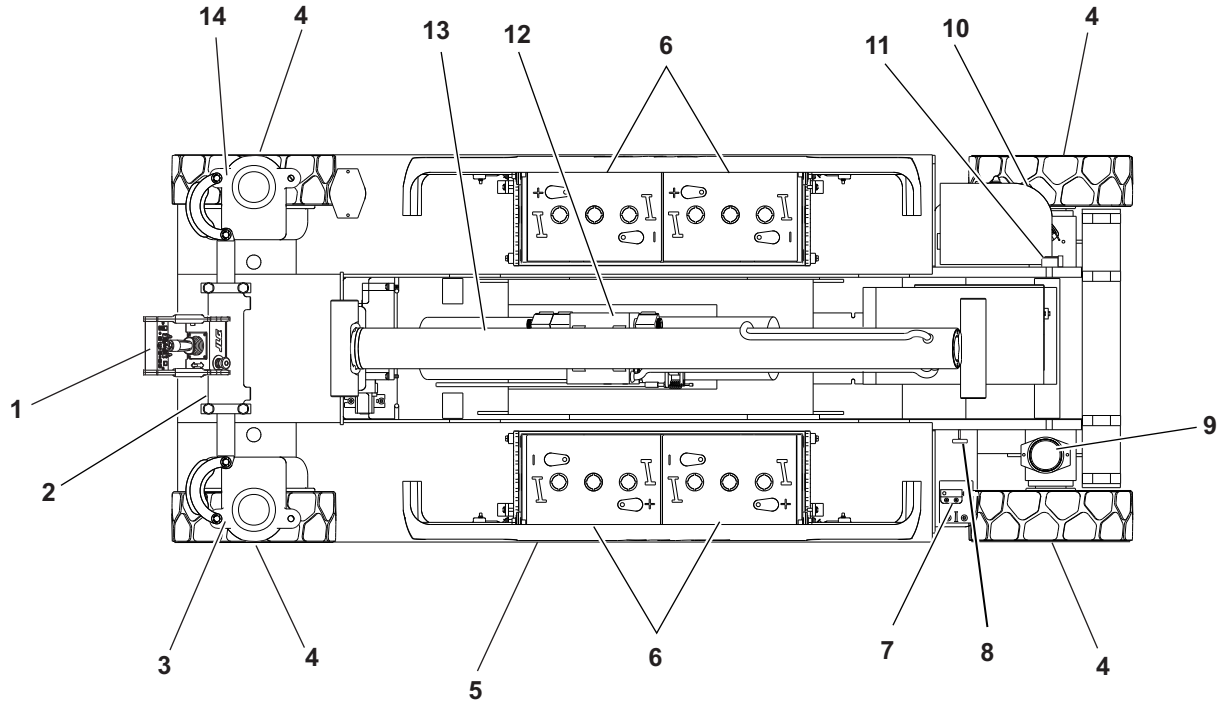

Figure 2-1. Daily Walk-Around Inspection - Sheet 1 of 2
5. **"Walk-Around" Inspection** – Refer to Figure 2-1